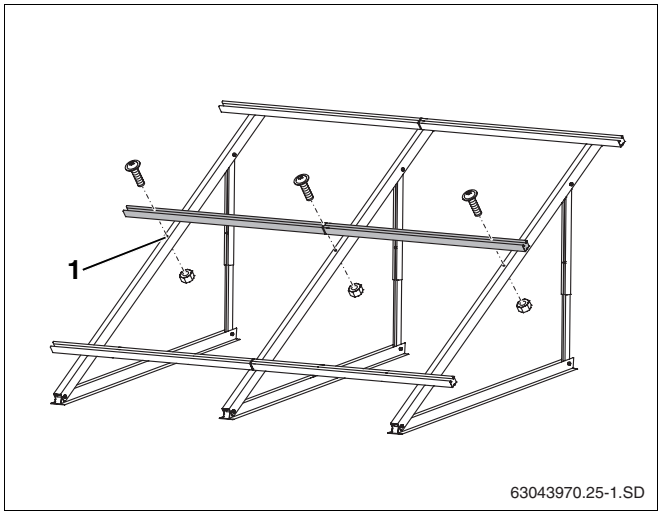

Abb. 35 Zusätzliche Profilschiene montieren
- Zusätzliche Profilschienen wie im Kapitel 5.5.2 „Profilschienen montieren“ beschrieben, im mittleren Loch des Profils befestigen (Abb. 35, **Pos. 1**).